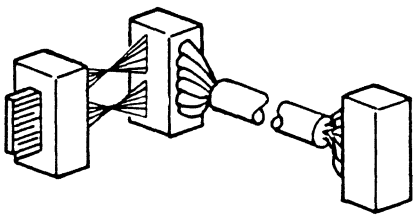

Figure 7-5. MS/8 Interface Cable
a. Starting with extension unit 1, check each extension unit to determine if an MS/8 cable is attached to card slot positions B, C, D, and/or E at the rear of the card cage (Figure 7-5).